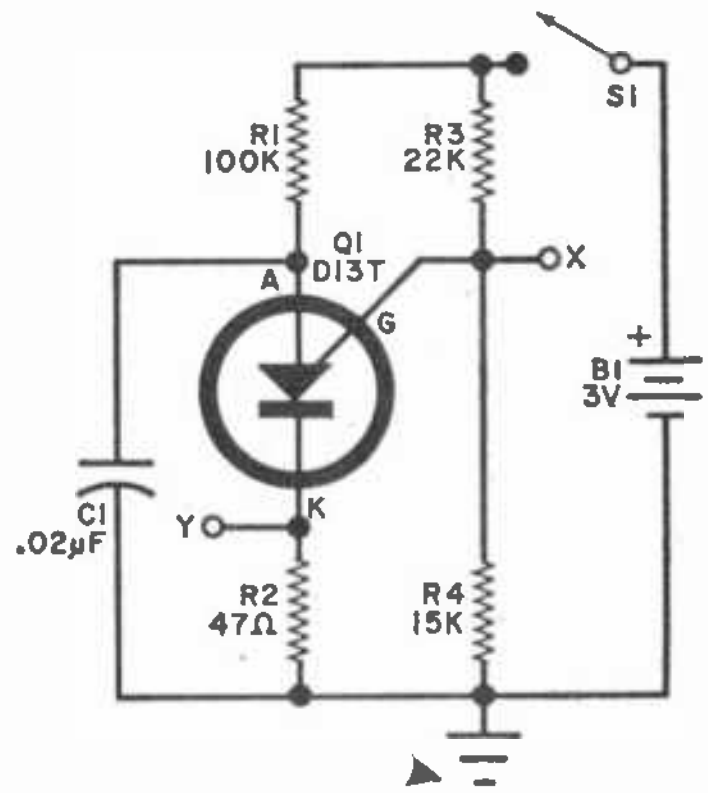

Fig. 3. Low-voltage oscillator circuit using programmable unijunction transistors has many uses.
**Manufacturer's Circuit.** Abstracted from GE's application notes on its type D13T programmable unijunction transistor, the low-voltage oscillator circuit shown in Fig. 3 may be used in a number of projects. Typically, it can be incorporated in digital "clocks," timers, sweep circuits, signal injectors, test equipment, electronic musical instruments and industrial controls. Extremely simple, it can be breadboarded for experimental tests in less than an hour.
With neither layout nor lead dress critical, the oscillator may be assembled on a small chassis, or perf board, or on a suitable etched circuit board, as preferred. Its basic operating frequency (or repetition rate) is approximately 1 kHz with the parts specified in Fig. 3. Within moderate limits, however, this frequency may be lowered by using a larger-valued capacitor for *C1* and raised by using a smaller value.